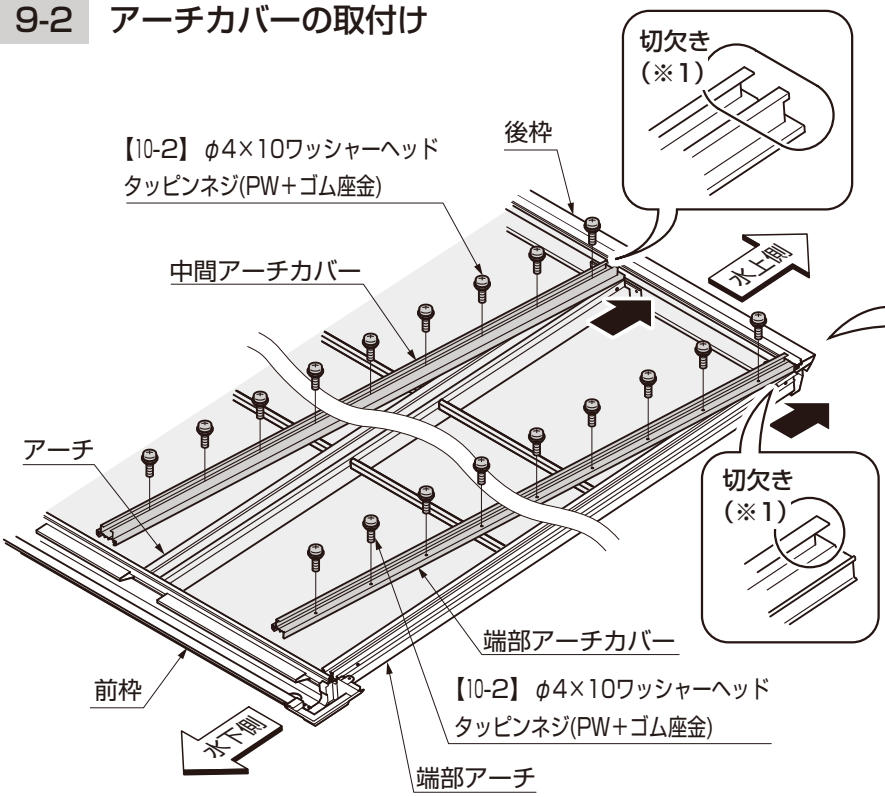

図9-3　アーチカバーの取付け
①アーチカバー、端部アーチカバーの切欠き部分を後枠に突き当てて、後枠側からアーチ、端部アーチに【10-2】で取付けてください。(図9-3参照)